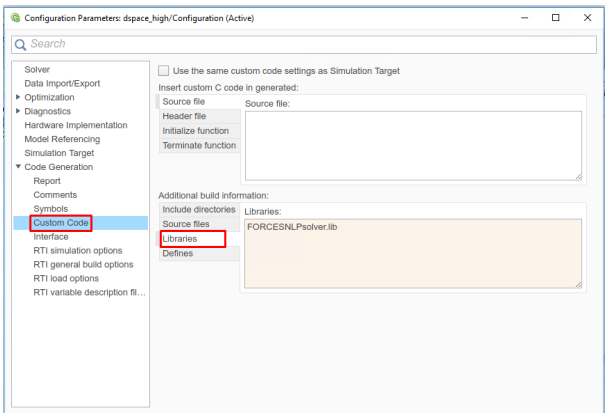

Figure 10.12: Add the libraries used for the code generation.
12. (Figure 10.12) In the “Code Generation/Custom Code” tab, add the library files: